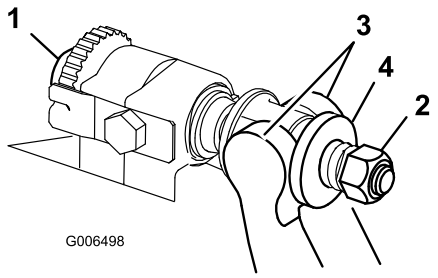

Figuur 26
1. Draai de stelschroeven van de snijbalk linksom om de snijbalk weg te trekken van de messenkooi (Figuur 26).
2. Draai de veerspanningsmoer uit totdat de ring niet meer tegen de snijbalk is geklemd (Figuur 26).